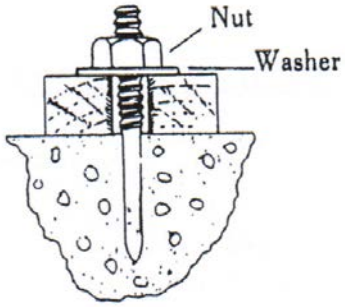

Figura 22
E. Sujeción de objetos o materiales movibles a hormigón. (Vea la **Figura 22**).
Se aplican las mismas consideraciones generales que para la sujeción de objetos o materiales movibles a hormigón (**Figura 22**). Es mejor usar un perno con un fuste moleteado y asegurarse de que la punta del elemento de fijación penetre completamente el lado posterior del material base de acero para garantizar la mayor resistencia al esfuerzo.